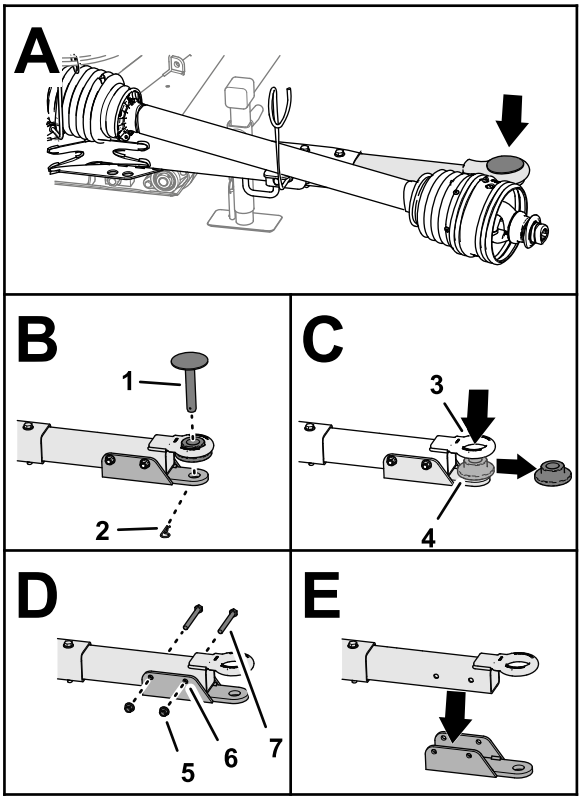

Figur 7
1. Fjern hårnålssplinten som fester koblingstappen til trekkstangen, og fjern festetappen (Figur 7).
2. Fjern flensfôringen fra svingtappøyet (Figur 7).
3. Fjern de to flenslåsemutrene og to hodeskruene som fester sjakkelbraketten til trekkstangen og fjern sjakkelbraketten (Figur 7).